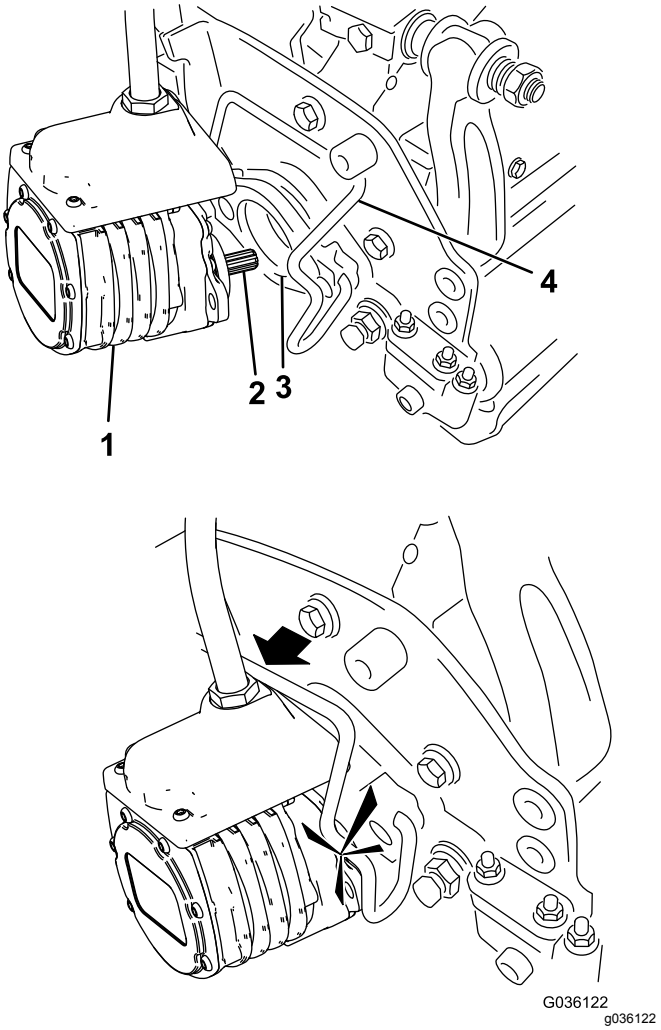

Figuur 53
6. Smeer schoon vet op de sleufas van de motor van de maai-eenheid (Figuur 53).
7. Steek de motor in de linkerkant van de maai-eenheid (gezien vanuit de bestuurdersstoel) en trek de motorbevestigingsstang op de maai-eenheid in de richting van de motor totdat u aan beide kanten een klik hoort (Figuur 53).